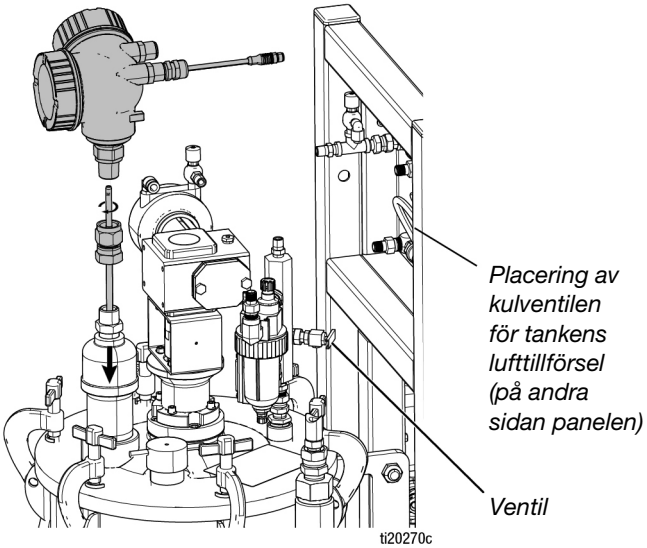

FIG. 9: Fel på nivåsensor
1. När tanken är tom stänger du kulventilen för tankens lufttillförsel och öppnar sedan ventilen (1010) på tankens luftgrenrör (218) för att avlasta trycket i tanken. Se FIG. 9.